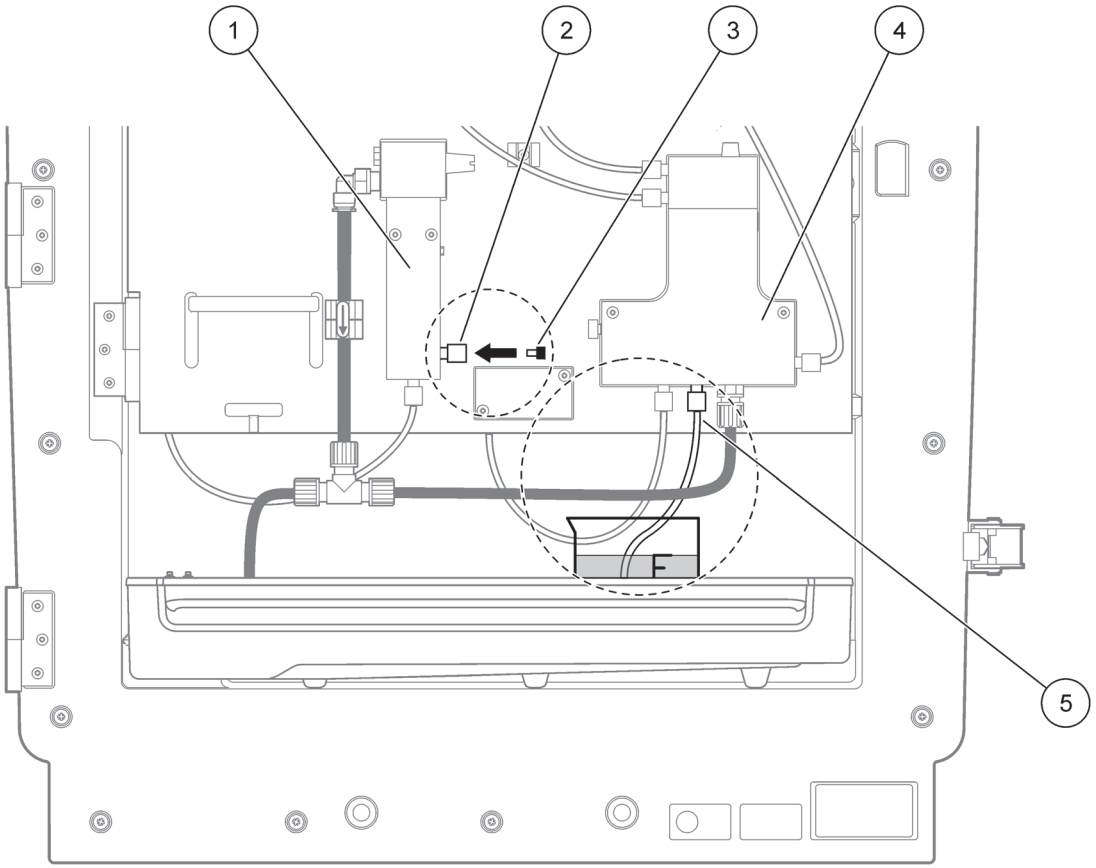

图 19 修改 PHOSPHAX sc
7. 选择 ENTER，以便对分析仪进行修改 （图 19 位于第 46 页）：